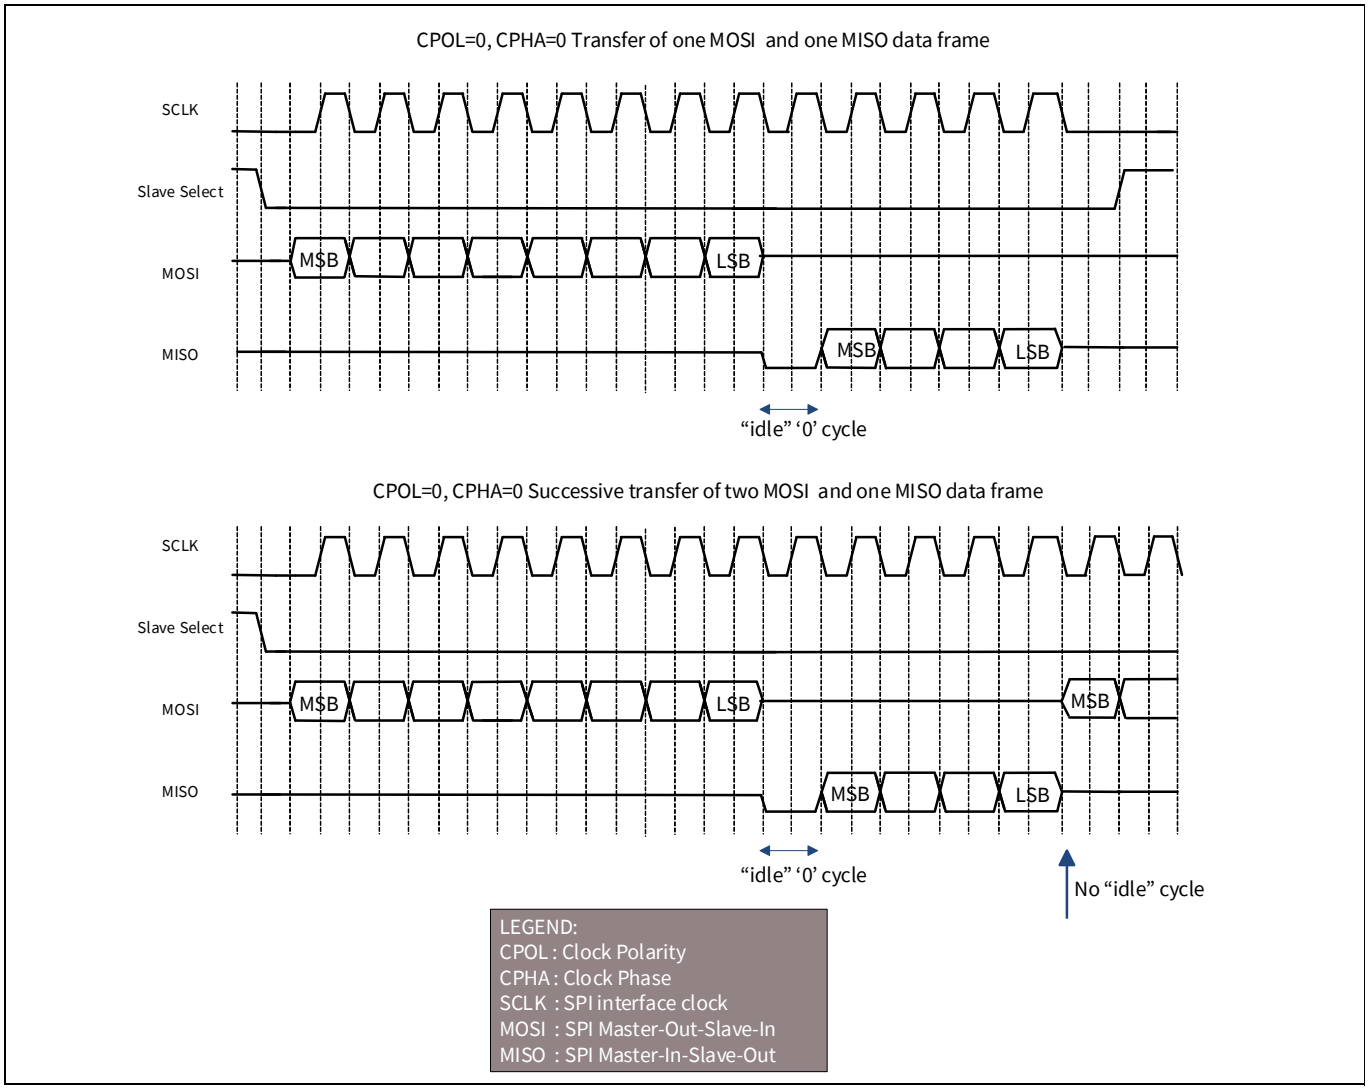

**Figure 18-6. SPI NS data transfer example**
**Figure 18-6** illustrates a single data transfer and two successive data transfers. In both cases, the transmission data transfer size is eight bits and the reception data transfer size is four bits.